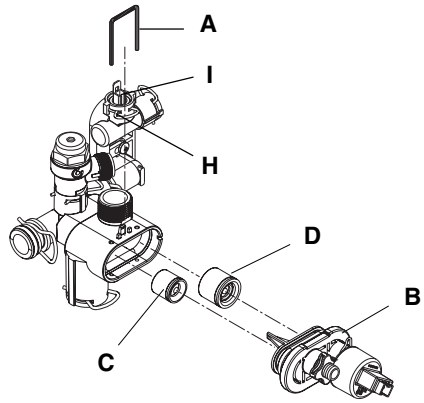

Fig. 33
6.22 DHW THERMISTOR (fig. 33)
6.23 AUTOMATIC BY-PASS & DHW NON-RETURN VALVE (fig. 33)